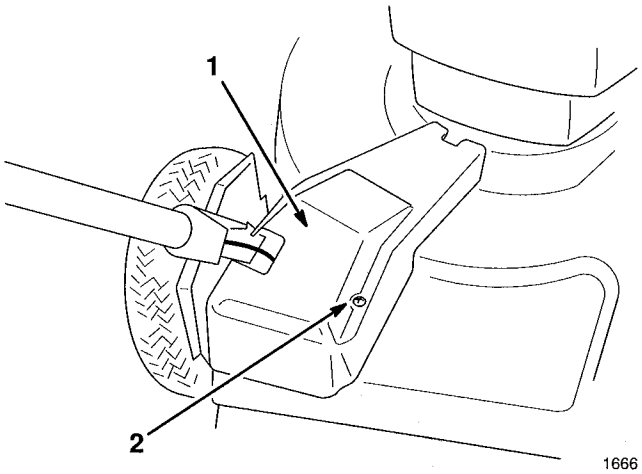

Figure 38
1. With engine turned off, remove bolt securing belt cover (Fig. 38) to mower housing.